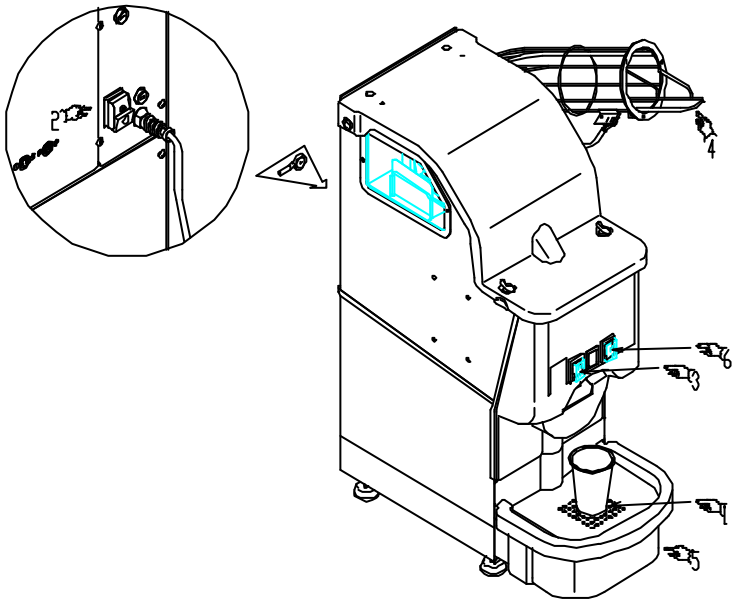

Fig.5.2
- posizionare sul porta bicchiere un opportuno contenitore *(Pos.1 Fig.5.2)*;
- premere l'interruttore *(Pos.2 Fig.5.2)* e accertarsi che l'indicatore luminoso rosso sia acceso;
- posizionare l'interruttore *(Pos.3 Fig.5.2)* su "SPREMITURA";
I residui di spremitura sono convogliati nel cassetto di scarico *(Pos.5 Fig.5.2)*.
Il riempimento del cassetto di scarico *(Pos.5 Fig.5.2)* comporta l'emissione di un segnale acustico e lo spegnimento della macchina.
E' consigliabile, dopo il primo segnale acustico, muovere il cassetto di scarico *(Pos.5 Fig.5.2)* con movimento alternato per distribuire i residui di spremitura in modo ottimale.
Al successivo segnale acustico procedere allo svuotamento del cassetto *(Pos.5 Fig.5.2)*.
Prima di svuotare il cassetto posizionare l'interruttore *(Pos.3 Fig.5.2)* in posizione off.
L'avvisatore acustico si tacita solo dopo lo svuotamento del cassetto *(Pos.5 Fig.5.2)*.
Per attivare il ciclo di lavaggio premere il pulsante *(Pos.6 Fig.5.2)* .
Il ciclo di lavaggio non ha una durata definita ma resta in funzione fino a che il pulsante *(Pos.6 Fig.5.2)* é premuto.